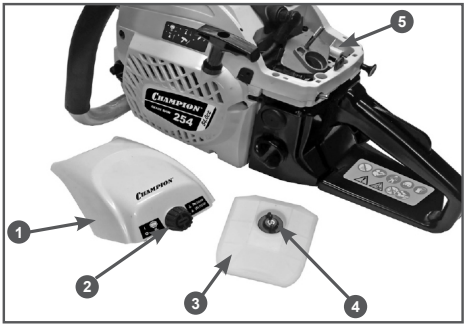

Рис. 21 Обслуживание воздушного фильтра
1. Открутите гайку 2 и снимите крышку 1 воздушного фильтра (Рис. 21).
2. Открутите гайку 4 и извлеките из корпуса фильтрующий элемент 3 (Рис. 21).
5. Очистите от загрязнений крышку и корпус 5 воздушного фильтра (Рис. 21). При очистке не допускайте попадания мусора в воздуховод.
1. Открутите барашковую гайку 2 и снимите крышку воздушного фильтра 1 (Рис. 21).
2. Снимите фильтрующий элемент 4 с корпуса 5 (Рис. 21).